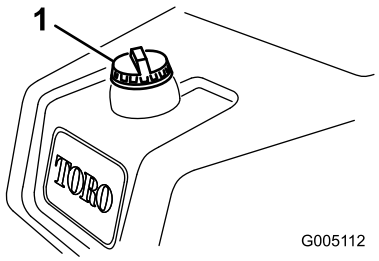

Figur 20
1. Rengjør rundt, og ta av lokket på drivstofftanken (Figur 20).